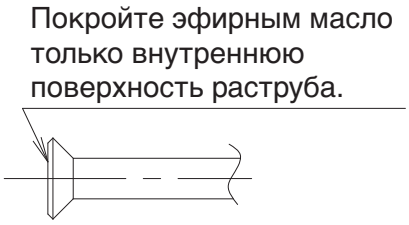

Рис. 8
- При обустройстве развальцованного соединения следует покрыть эфирным масло только внутреннюю поверхность раструба. **(См. Рис. 8)**